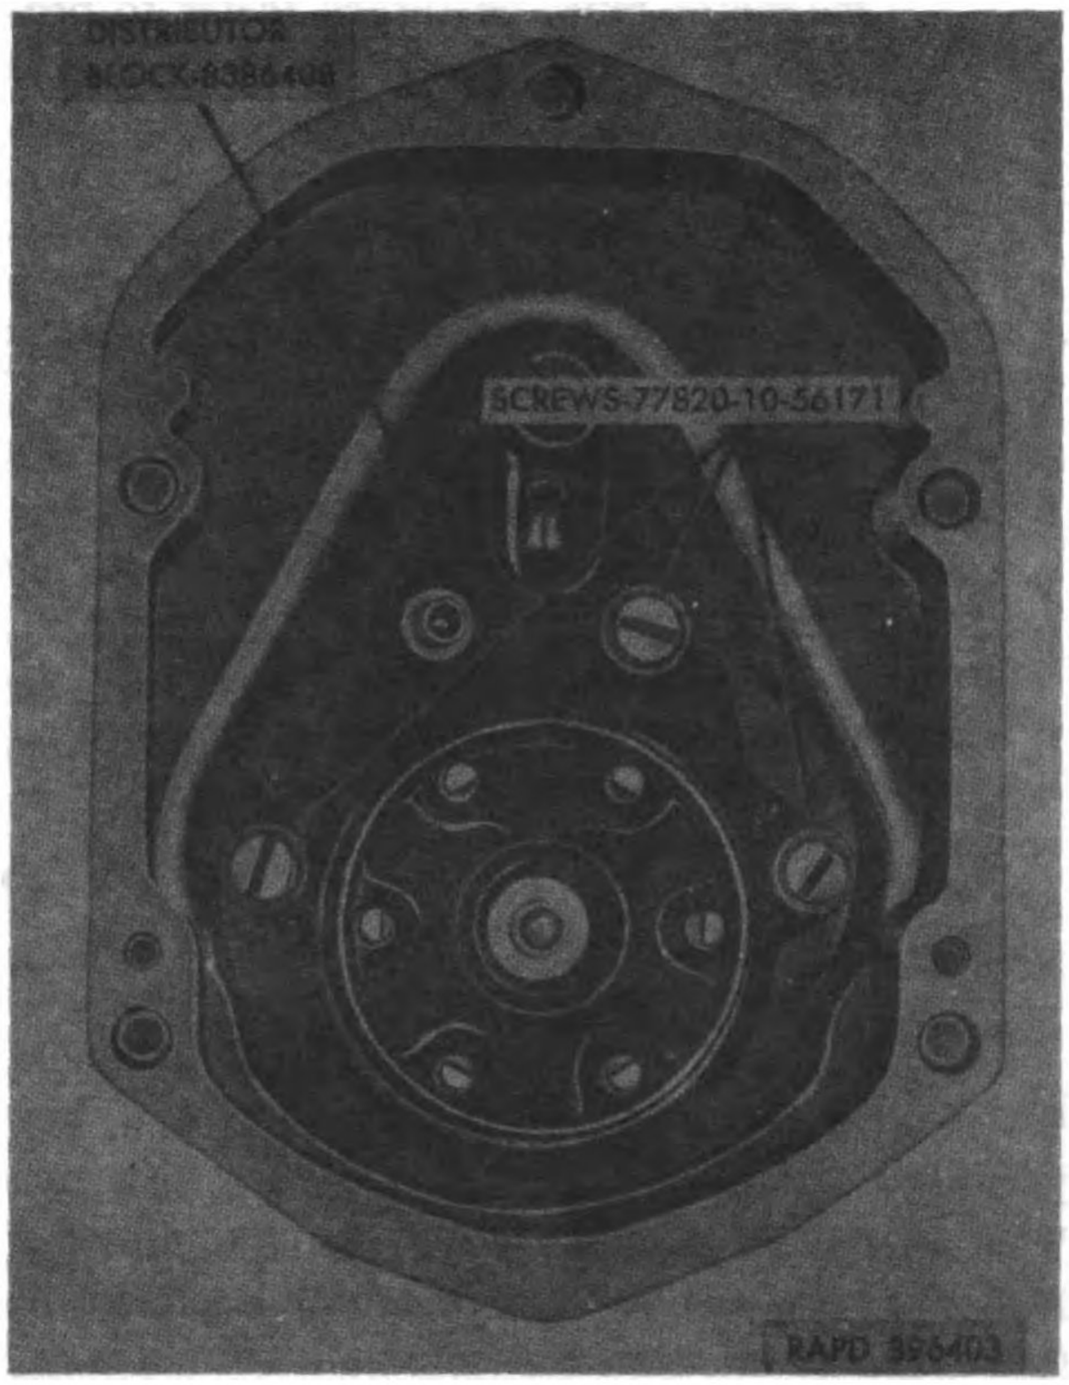

Figure 26. Correct location of distributor block.
a. Position the distributor block (T) in cover (U) (fig. 26).
b. Secure the distributor block and with lockwasher screws (CC) and plain washers (BB). Torque screws to 15 to 20 pound-inch.